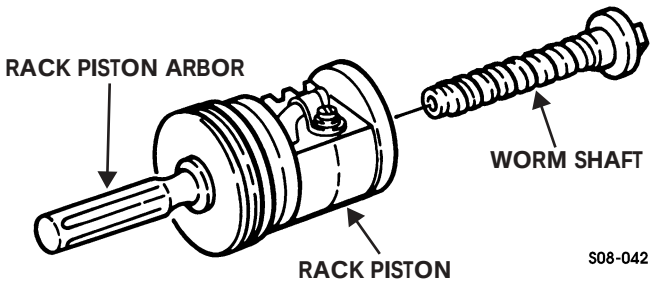

Figure 8-51: Worm Shaft and Rack Piston
11. Rotate worm shaft clockwise until flush with rack piston (Figure 8-51).